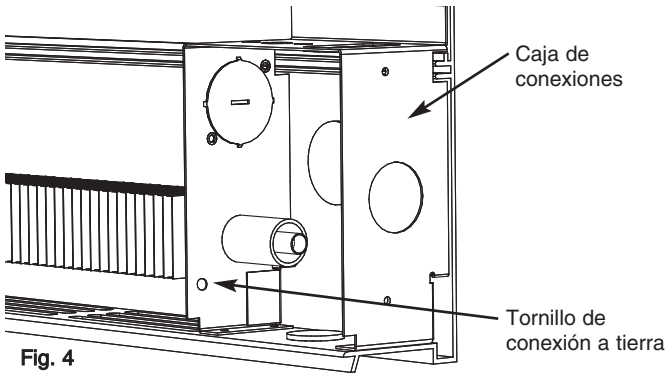

Fig. 4
9. Siguiendo el diagrama de cableado fijado al calefactor, realice las conexiones eléctricas. Conecte a tierra el calefactor utilizando el tornillo de conexión a tierra suministrado. Vea la Fig. 4.